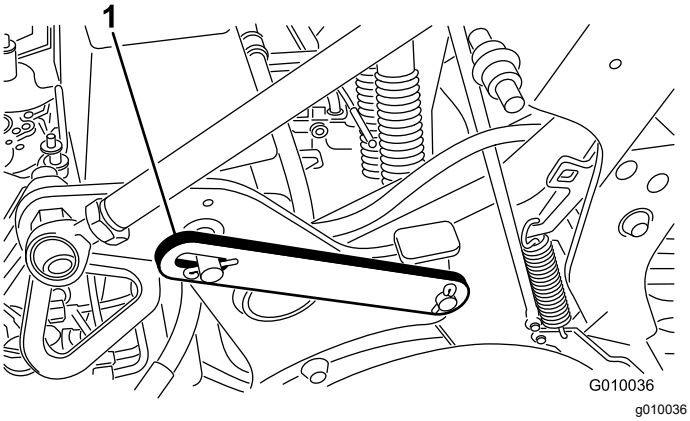

Figur 18
3. Fjern klemmeringen, der fastholder servicelåsen i opbevaringspositionen (Figur 18).